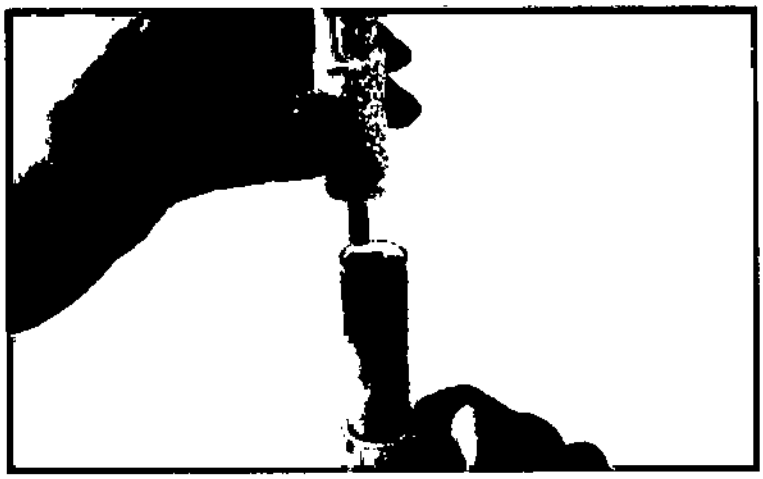

Figura 6
5. Tome la parte superior (A) del autoinyector Bett.i y proceda a enroscar los cuerpos del mismo. Figura 6.
Una las partes superior (A) e inferior (B) y enrósquelo nuevamente. Figura 6.